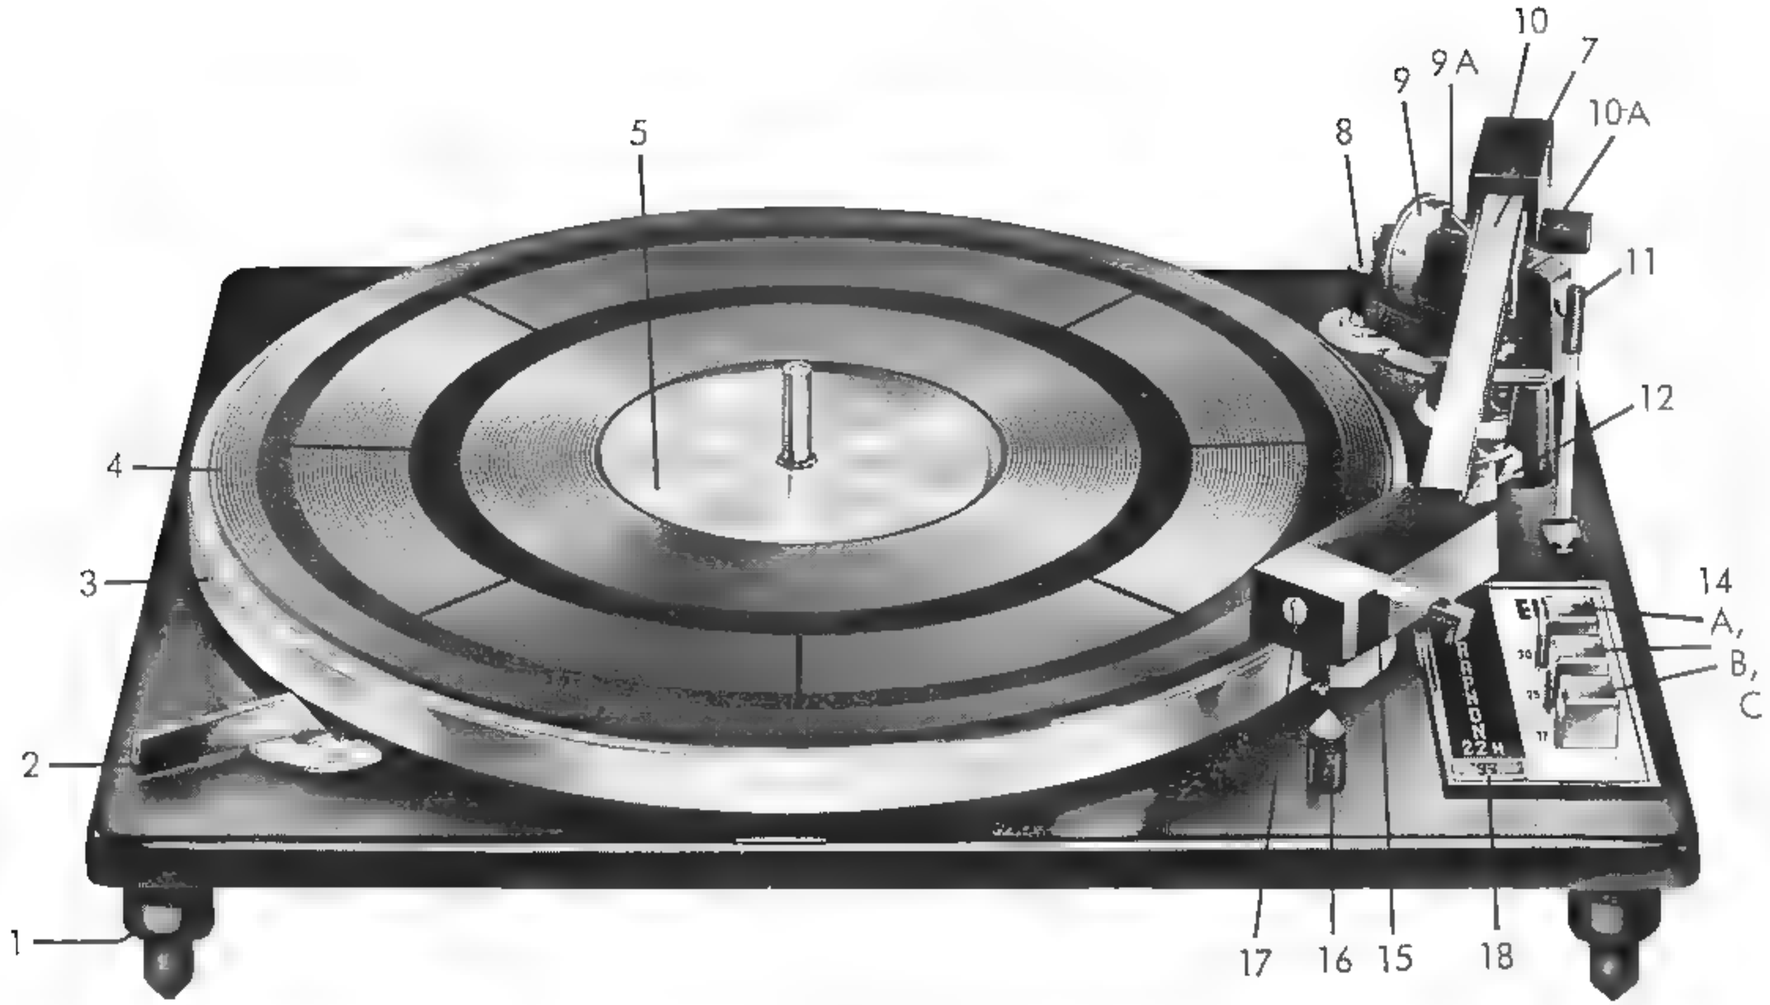
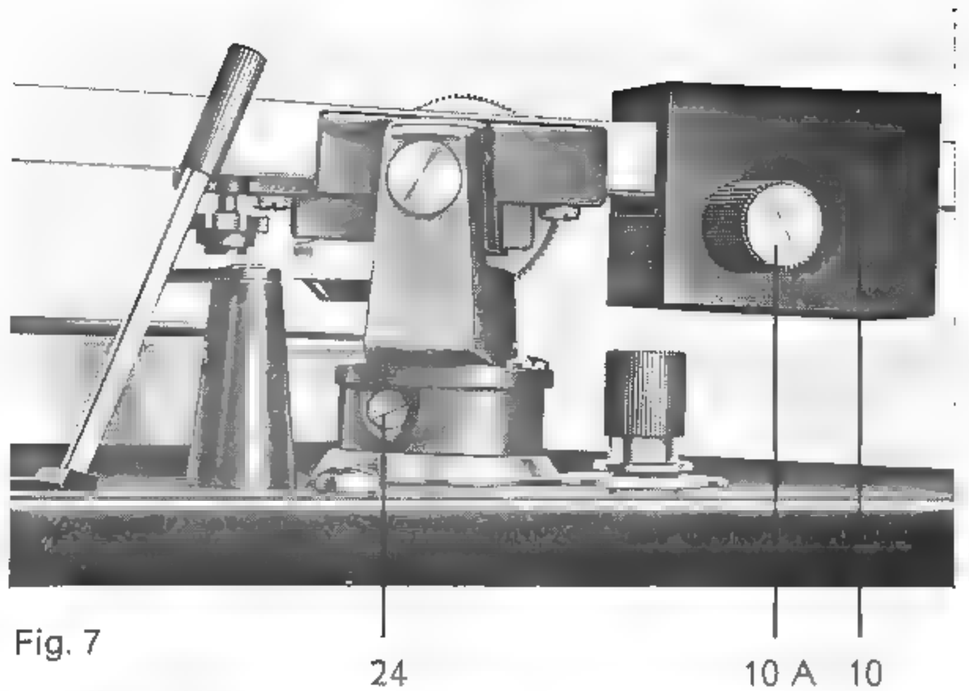

Fig. 1
Fig. 7
Wenn das Gerät nach dem Einbau weitertransportiert werden soll, ist es vorher mit Hilfe der auf der Einbauschablone eingezeichneten und dem Beipack beiliegenden Transportsicherungen auf der Grundplatte zu arretieren. Dies geschieht durch Anziehen der Muttern 4 über den Bolzen H, so daß die Chassisfedern 5 zusammengedrückt werden und das Chassis fest auf den Bolzen H ruht. Vor Inbetriebnahme sind die Muttern unbedingt wieder zu lösen und am besten zu entfernen. Der Tonarm läßt sich mit Hilfe des Riegels (Fig. 1—12 Stellung rot) auf der Tonarmstütze befestigen. **Der schwere Plattenteller muß jedoch immer vor einem Transport abgenommen und abgetrennt verpackt werden.**
Unter dem Zubehör befindet sich der Tonkopfschlitten (Fig. 1–15) mit bereits fertig eingebautem ELAC-Stereo-Magnet-Tonabnehmer-System (Fig. 3). Dieser Schlitten ist auf den Tonarm (Fig. 1–7) aufzusetzen und bis zum Endanschlag einzuschieben. Damit werden gleichzeitig die Anschlüsse des Tonabnehmers an die Tonarmanschlußleitung ausgeführt. Am besten läßt sich dieses Einschieben in horizontaler Lage des Tonarmes bewerkstelligen.
Das Gegengewicht oder Tonarmausgleichsgewicht (Fig. 7–10) wird auf das hintere Tonarmende aufgeschoben, soweit wie es geht. Dann bewegt man es weiter zur Verwendung des Triebknopfes 10 A (Fig. 7). Der Triebknopf an dem Gegengewicht soll auf der Chassis-Außenseite sein und dient dazu, das Gegengewicht vorwärts und rückwärts zu verschieben, um eine exakte Tonarmbalance einzustellen.
Es sind 3 Betriebsarten möglich, die entweder durch Drucktastenbetätigung oder Aufsetzen des Tonarmes mit der Hand oder durch Handbedienung und Tonarmlift ausgeführt werden. Diese 3 Arten werden im folgenden erläutert. Zuvor stellt man die Drehzahl ein und löst den Tonarm, indem man den Tonarmriegel (Fig. 1—12) in die Stellung „grün" schwenkt.
MIRAPHON 22 H kann mit allen 4 Geschwindigkeiten (78, 45, $33^1/_3$ und $16^2/_3$ UpM) arbeiten. Die gewünschte Geschwindigkeit wird mit dem Hebel auf der linken Seite (Fig. 1—2) eingestellt und in einem Fenster (Fig. 1—18) angezeigt. Die Beleuchtung funktioniert nur, wenn die Netzspannung für den Motor eingeschaltet ist.
2.4 Tonarmlift (Fig. 7–11)
Diese Einstellung ist schon im Werk mit einem ELAC-Tonabnehmer-System ausgeführt worden. Wenn ein Tonabnehmer anderen Typs eingebaut wurde, kann eine Korrektur notwendig werden. Man schließt das Gerät an das Netz an (s. Absatz 1.8), stellt die gewünschte Plattenteller-Drehzahl mit Hilfe des Hebels (Fig. 1–2) ein und legt eine 17, 25 oder 30 cm Platte auf den Teller. Dann löst man die Tonarm-Verriegelung (Fig. 12–12) durch Drehen des Riegels in die Stellung „grün". Das Gerät wird in Gang gesetzt durch Druck auf die betreffende Starttaste. Der Plattenteller beginnt sich zu drehen, der Tonarm hebt von der Stütze ab, schwenkt ein und senkt sich in die Einlaufrille der Platte. Wenn notwendig, korrigiert man den Aufsatzpunkt der Nadel durch Drehen der Schlitzschraube 24 (Fig. 7–24) am Tonarmsockel. Drehung der Schraube im Uhrzeigersinn verändert den Aufsatzpunkt nach außen. Drehung im entgegengesetzten Sinn nach innen.